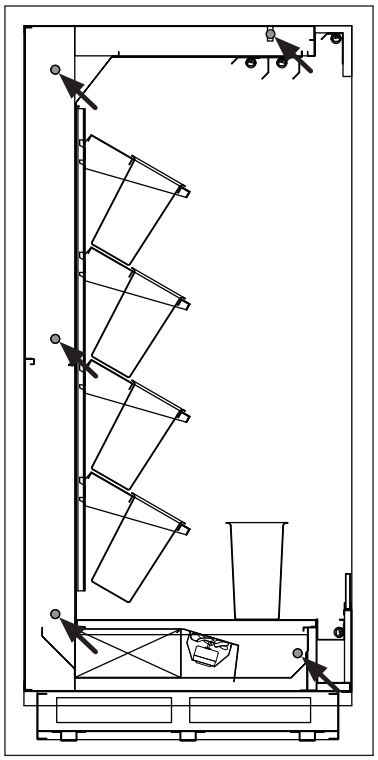

Fig. 4 Bolt locations (NFO-R)
4. Push the cases tightly together, then lightly bolt them together through the holes provided (Fig. 4). Tighten all the joining bolts until all margins are equal. Be careful not to over tighten. **Note: The NFT does not have case-to-case bolting for line-up, but the NFO does. The NFT will not be represented here for this.**